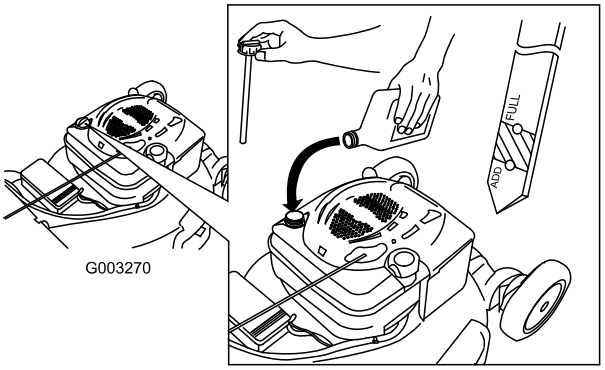

Figur 36
4. Fyll **långsamt** på olja i påfyllningsröret tills nivån når markeringen Full på oljestickan (Figur 36). **Fyll inte på för mycket.** (Maximal påfyllning: 0,59 l, typ: SAE 30W renad olja med API-klassificering SF, SG, SH, SJ, SL eller högre.)